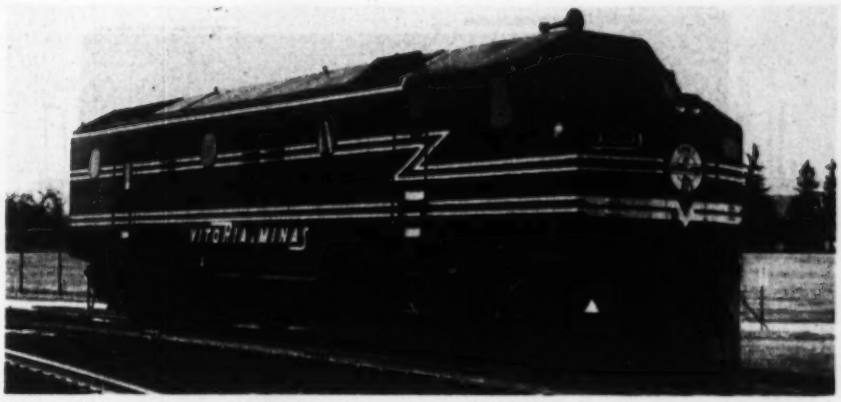

Fig. 9 B-B 1125-hp unit for meter-gage applications
General Motors (Canada) has produced two designs for the export market utilizing the EMD 12-cylinder 2-cycle engine rated at 1125 hp. Item 9 of Table 1 describes the unit with an A1A-A1A wheel arrangement, while Fig. 9 and item 10 describe the B-B design.